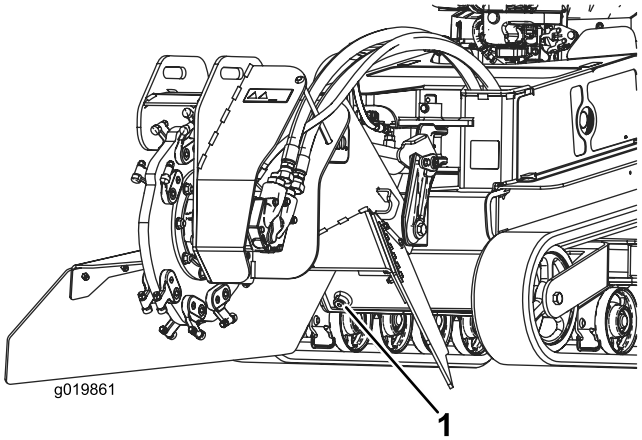

Figur 61
8. Ta bort hydraultankens avtappningsplugg och låt vätskan tömmas ut i kärlet (Figur 61).